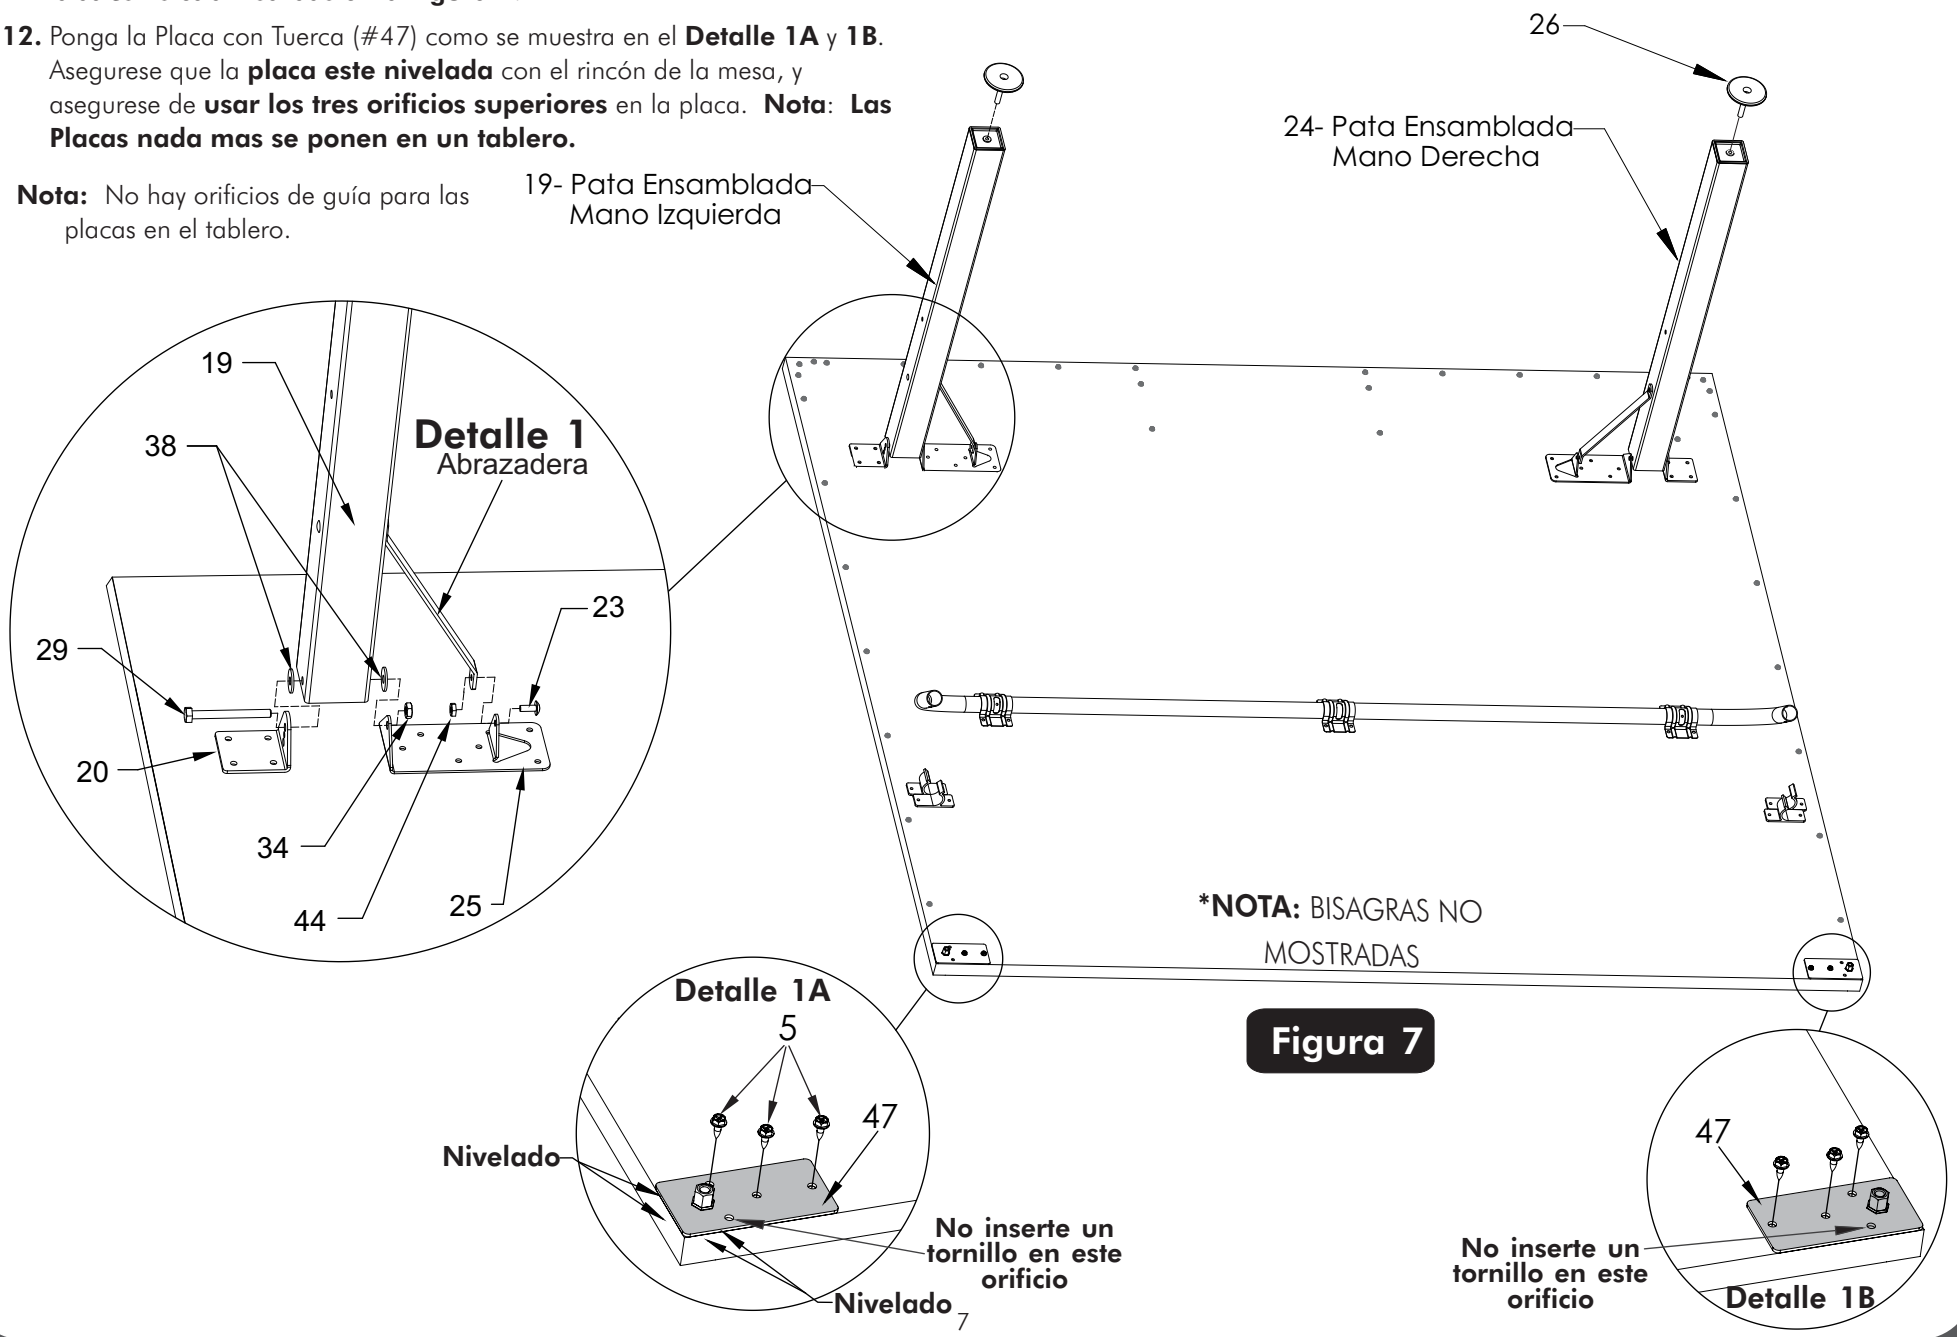

Figura 7
11. Instale las patas (#19 & 24) al tablero de la mesa con los Tornillos Hexagonales (#29), dos Rondanas de Plástico (#38) y la Tuerca de Seguridad (#34). Sujete la abrazadera de la pata al soporte (#25) con los Tornillo Phillips (#23) y Tuerca de Seguridad #10-24 (#44) como está mostrado en el **Detalle 1**. Inserte los Tapones de las patas (#26) a las Patas como esta mostrado en la **Figura 7**.